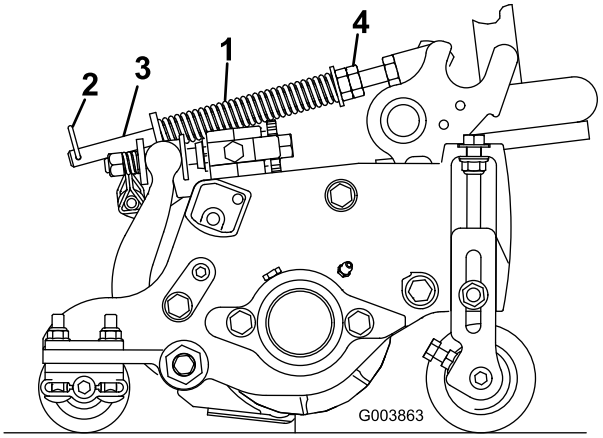

Figur 15
Gräsutjämningsfjädern (Figur 15) överför vikt från den främre till den bakre valsen. (Detta hjälper till att minska förekomsten av det speciella vågformade mönster i gräsmattan som kallas för ”ondulering” eller ”bobbing”.)
1. Se till att hårnålssprinten sitter i det bakre hålet på fjäderstången (Figur 15).
2. Dra åt sexkantsmuttrarna på fjäderstångens främre ände till dess att fjäderns komprimerade längd är 12,7 cm på Reelmaster 5210 och 5410 med 5 tums klippenheter, eller 15,9 cm på Reelmaster 5510 och 5610 med 7 tums klippenheter (Figur 15).